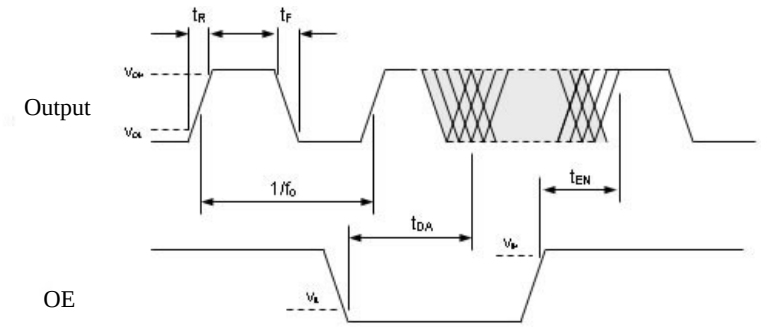

Figure 3. OE Function and Output Waveform
4. See Figure 3 for detail (all based on maximum drive settings).